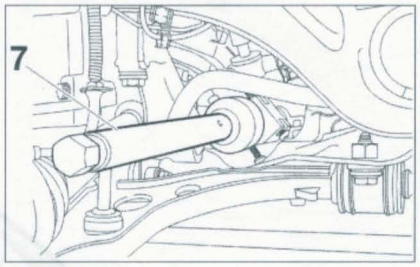

Figure 5-12
• Déposer la biellette à l'aide de l'outil (7) référencé 80707-T (référence Citroën) **(figure 5-12)**.